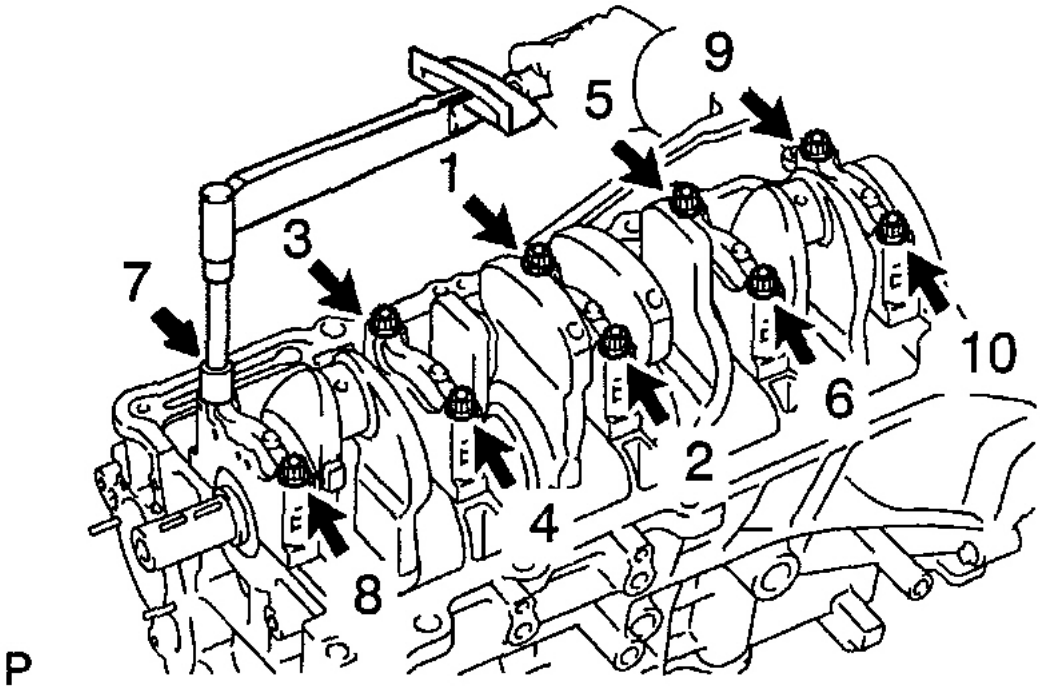

Fig. 294: Identifying Bearing cap Bolt Tightening Sequence
3. Retighten the 10 main bearing cap bolts in several passes, in the sequence shown. See **Fig. 294**.